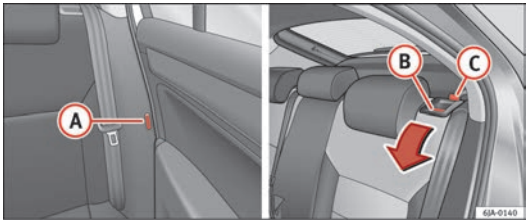

Fig. 74 Unlocking the backrest
– Insert the seat belt latch plate into hole (A) ⇒ Fig. 74 located on the corresponding side of the vehicle – safety position.
– Press the lock button (B) to unlock the backrest and fold it forwards.